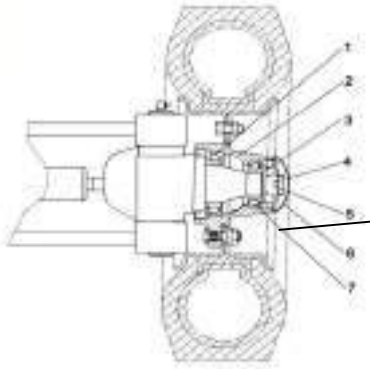

Fig. 2-40 Adjustment of Pre-tightening Load
(1) As shown in Fig. 2-40, fill grease in the hub, the inner/outer bearing and the inner of hub cover. Apply some grease on the oil seal lip as well.